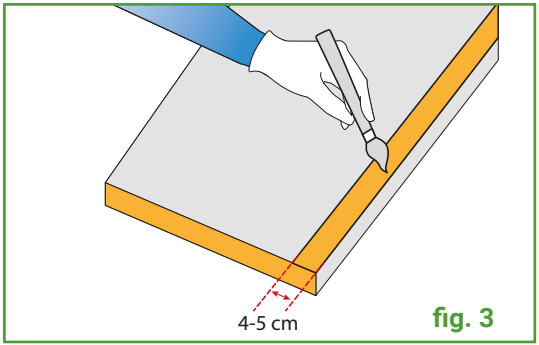

fig. 3
- sur un segment d'une largeur d'environ 4 à 5 cm adjacent au bord de la plaque depuis le côté qui sera en contact avec le conduit et sur la même surface du conduit. (**fig. 3**)